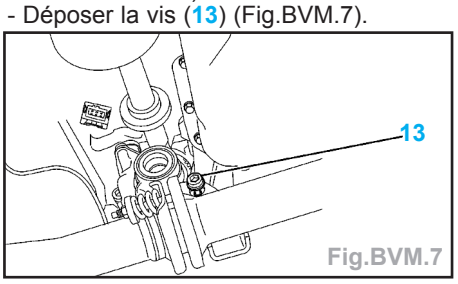

Fig.BVM.7
- Déposer la vis (13) (Fig.BVM.7).